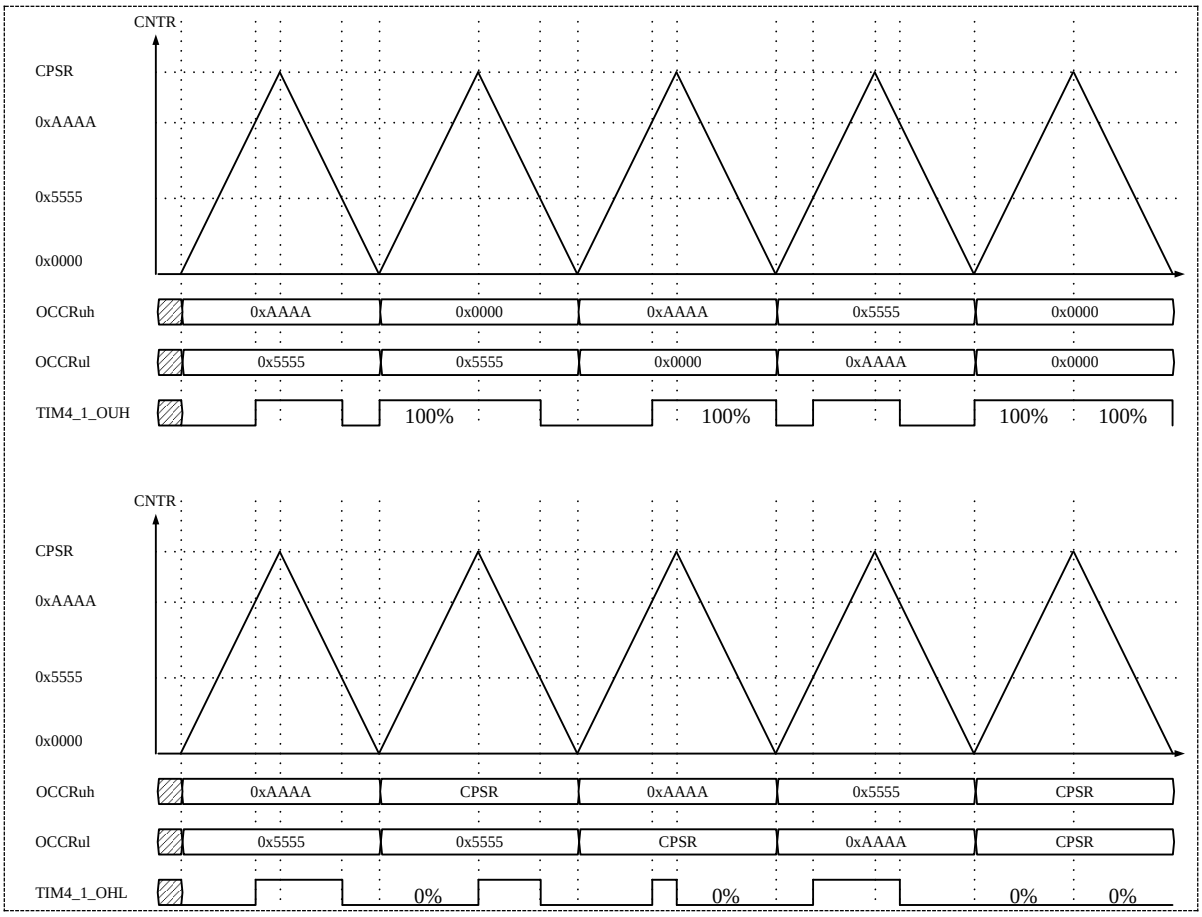

图 22-7 三角波模式波形输出例
2) 下图 22-7 是三角波计数模式下的比较输出模块的波形输出示例。